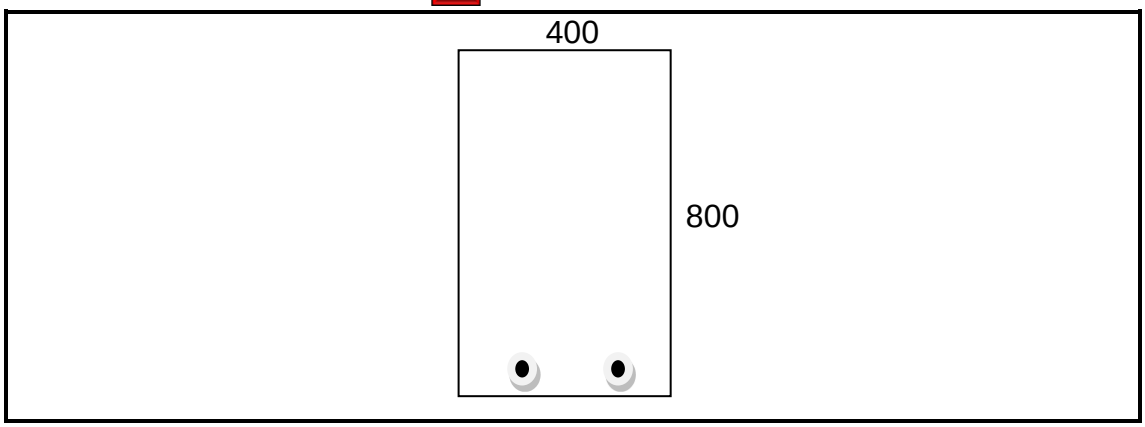

FIGURE 1
Calculate the amount of reinforcement steel required for the beam shown in FIGURE 1. The strength of the concrete is 40 MPa and the strength of the steel is 450 MPa. The beam must resist a moment of 345 kN.m and d = 187 mm. The Value of X is 187,24 (3)
1.3 Calculate the amount of steel required for a 450 mm long square column if it is subjected to an unfactored load of 3 000 kN. The strength of the concrete is 25 MPa and the strength of the steel is 300 MPa. (4)